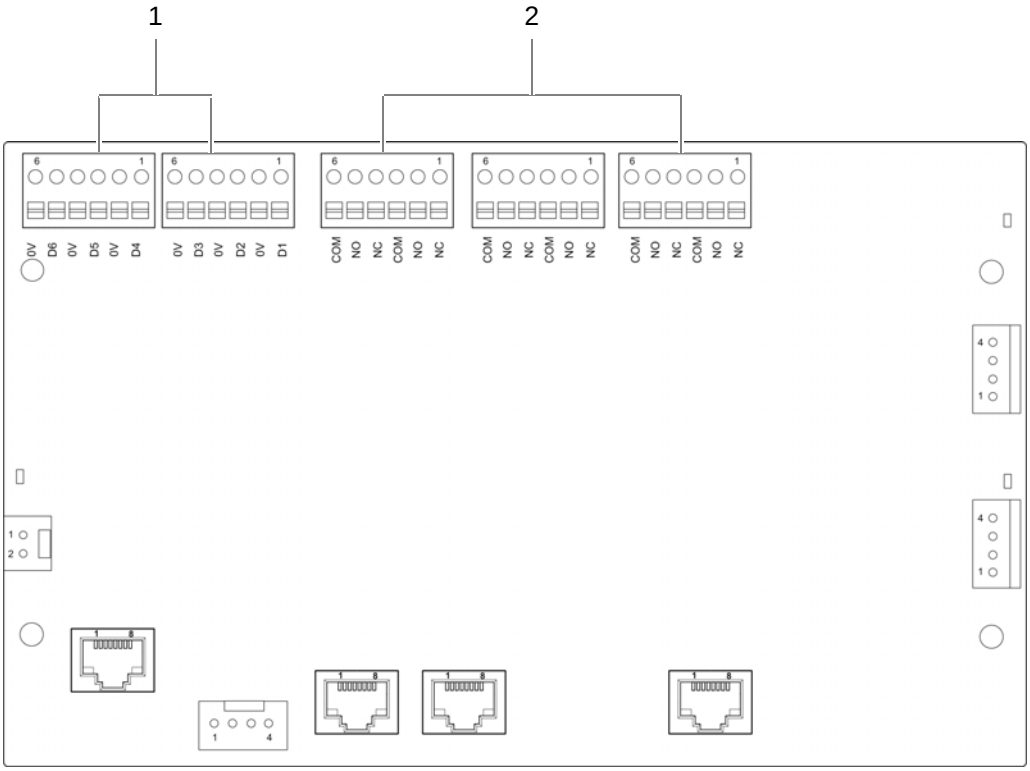

Figure 5.25 Alarm input/output module – alarm inputs/outputs
If the DIB-500 R4.1 is equipped with a V_{AC} or alarm system expansion, it features six digital alarm inputs and six digital alarm outputs that are connected with the alarm input/output module, see Figure 5.25 on page 124.
Figure 5.25 shows the alarm inputs/outputs of the alarm input/outputs of the alarm input/output module. The following table describes these indicators in detail.
3. Connect the wires of the external alarms to the corresponding clamps of the alarm input/output module, refer to Figure 5.25 on page 124.